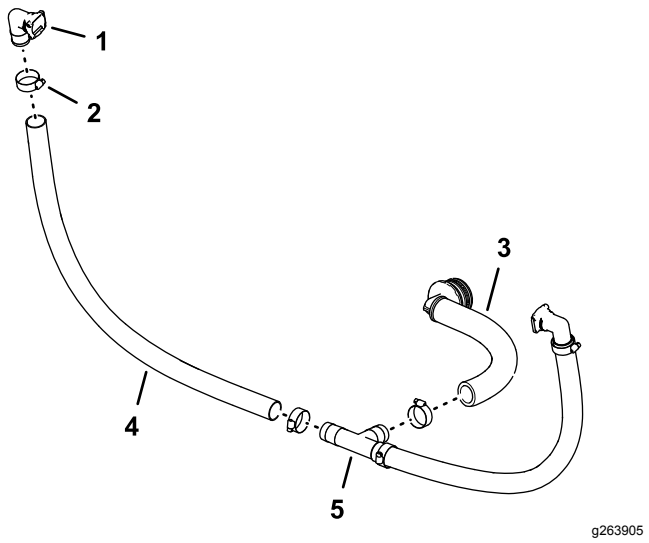

Rysunek 92
1. Zamontuj złącze szybkozłączne 90° (gniazdo — 1 cal) do węża (1 x 26 cali), a następnie zamocuj wąż do złącza za pomocą zacisku węża w sposób pokazany na Rysunek 92.
2. Zamocuj swobodny koniec węża do trójnika w sposób pokazany na Rysunek 92 i zamocuj wąż do złącza za pomocą zacisku węża.
4. Zamocuj zespół złącza kątowego 90° z występem i węża do trójnika i zamocuj wąż do złącza używając zacisku węża (Rysunek 92).